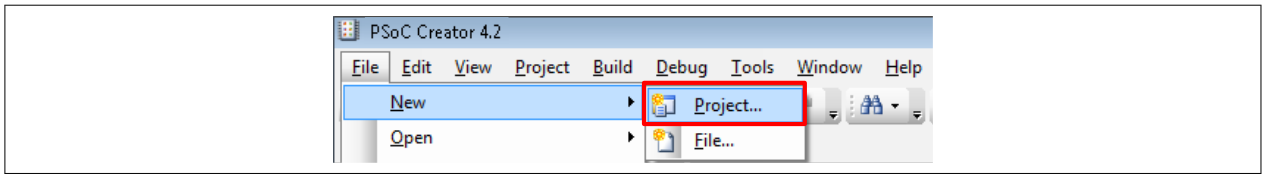

図 14　　PSoC™ Creator プロジェクトを新規作成
- 図 14 に示すように **File** > **New** > **Project** を選択します。**Create Project** ウィンドウが表示されます。
ヒント:　　PSoC™ Creator は、自動的にさまざまなプロジェクトオプションを特定の開発キットやターゲットデバイスに設定するため、開発時間を短縮できます。このステップのヘルプについては、図 14 を参照してください。